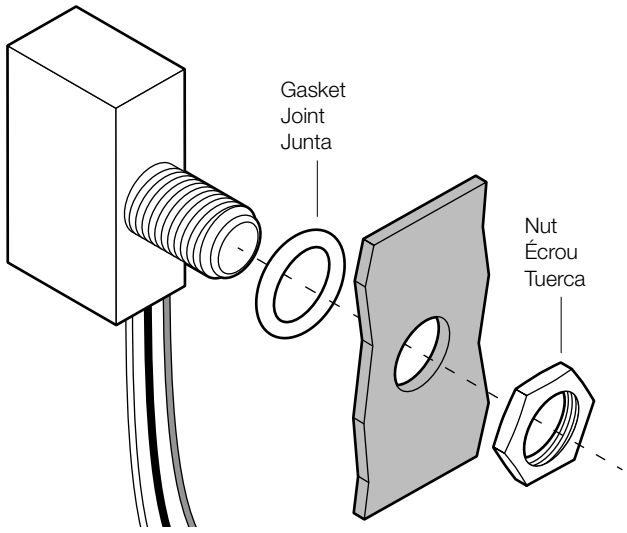

FIG. 1. Photocontrol mounting
2. Mount the photocontrol using the included gasket and nut. DO NOT MOUNT WITH THE WIRES FACING UP. Refer to FIG. 1.
2. Montez le photocontrôle en utilisant le joint et l'écrou fournis. NE PROCÉDEZ PAS AU MONTAGE AVEC LES FILS ORIENTÉS VERS LE HAUT. Reportez-vous à la FIG. 1.
2. Monte el control fotoelectrónico usando la junta y la tuerca incluidas. NO INSTALE CON LOS CABLES HACIA ARRIBA. Consulte la FIG. 1.